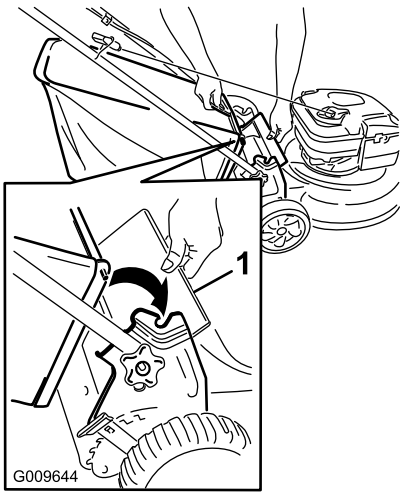

Bild 15
1. Heben Sie das hintere Ablenkblech an (Bild 15).
2. Setzen Sie den Fangkorbgriff in die Kerben an den Griffhalterungen ein und stellen Sie sicher, dass er fest sitzt (Bild 15).